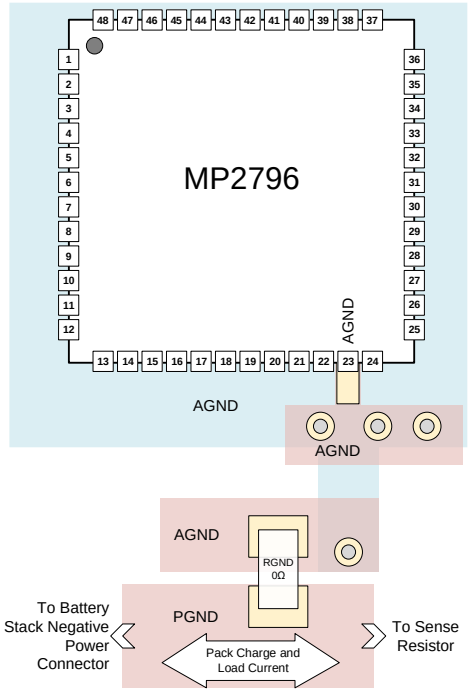
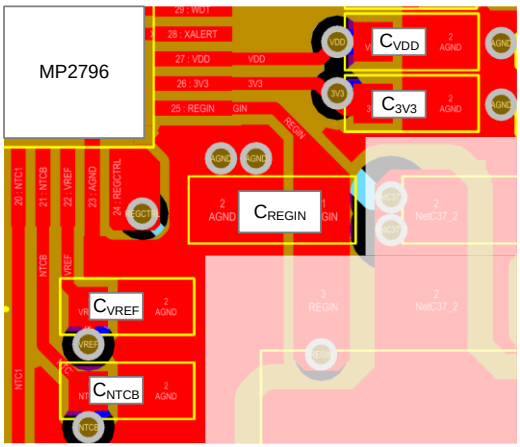
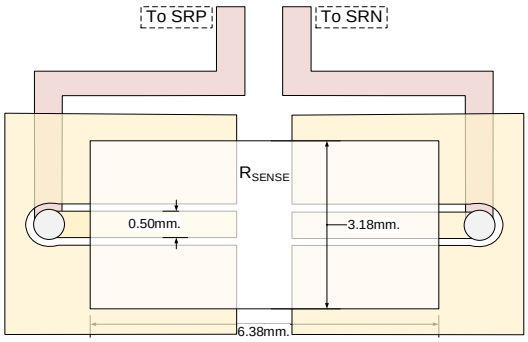

Figure 19: Recommended Layout for AGND
Figure 20: Recommended Layout for Decoupling Capacitors
Figure 21: 2512 Sense Resistor using 4-Wire Footprint
Proper PCB layout is critical to reduce noise, and to optimize the device's accuracy and reliability. For the best results, refer to Figure 19, Figure 20, and Figure 21, and follow the guidelines below:
1. Route the ground plane such that it reduces ground noise and prevents stray current (see Figure 19).
5. The REGIN, VDD, VREF, 3V3, and NTCB pins require external decoupling capacitors, which should be placed as close as possible to each pin. Minimize the trace inductance from these pins to AGND (see Figure 20).
6. Consider Kelvin connections at the sense resistor. A sense resistor with a dedicated sensing pad is ideal. A simple two-terminal sense resistor can be used in a 4-wire sensing configuration (see Figure 21).